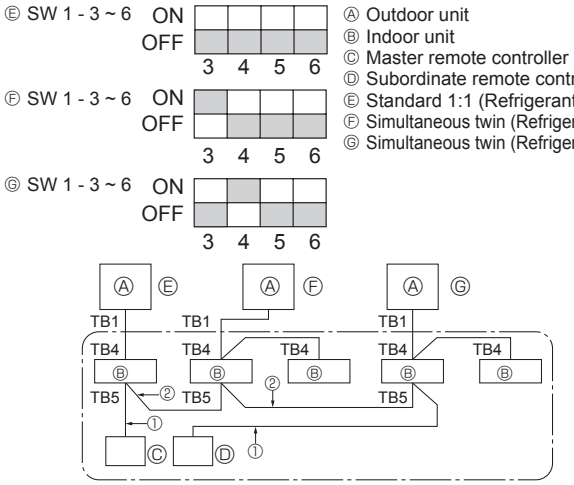

Fig. 9-1
9. System control (Fig. 9-1)
9. Contrôle du système (Fig. 9-1) 9